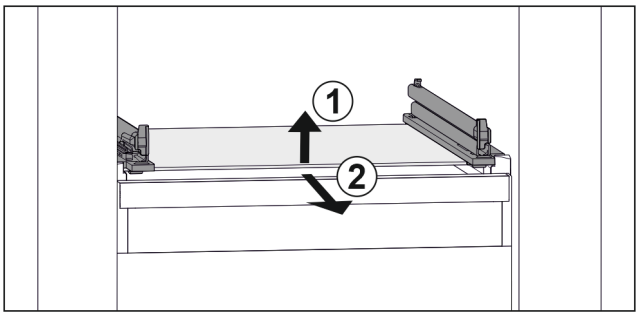

Fig. 25 Representación de la placa de vidrio a modo de ejemplo
▶ Levante la placa de vidrio por delante. *Fig. 25 (1)*
▶ Retire la placa de vidrio hacia delante. *Fig. 25 (2)*